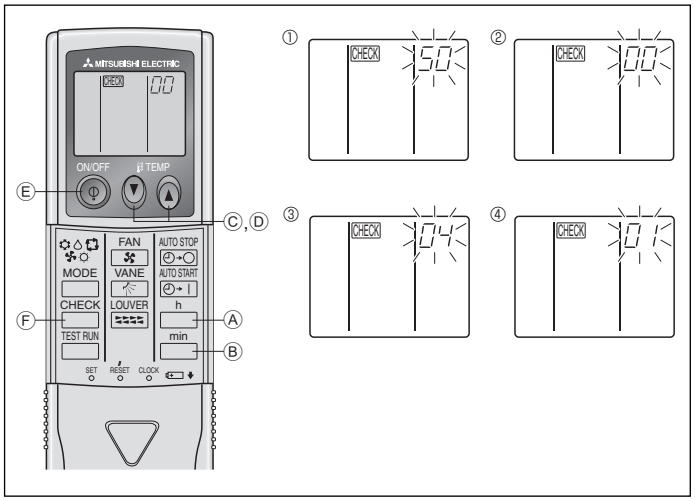

Fig. 6-10
⑧ Appuyer sur la touche MODE Ⓔ, les numéros de programmation et de mode (Ⅰ) et (Ⅱ) changeront et seront continuellement affichés, et les détails de la programmation pourront être confirmés.
⑨ Appuyer simultanément sur les touches FILTER Ⓐ et TEST RUN Ⓑ pendant au moins 2 secondes. L'écran de sélection des fonctions apparaît momentanément, et l'affichage d'arrêt du climatiseur apparaît.
2) Pour la télécommande sans fil infrarouge (Fig. 6-10)